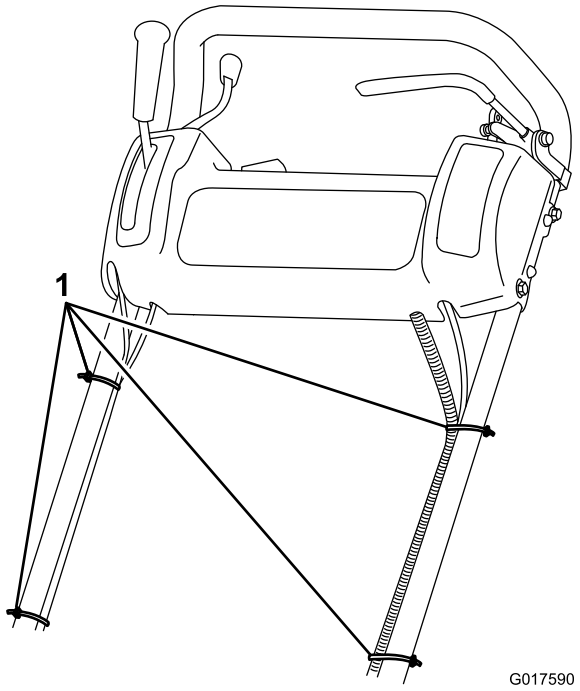

**Figur 5**
8. Fäst kablarna och kablaget vid handtaget med kabelband (Figur 5).